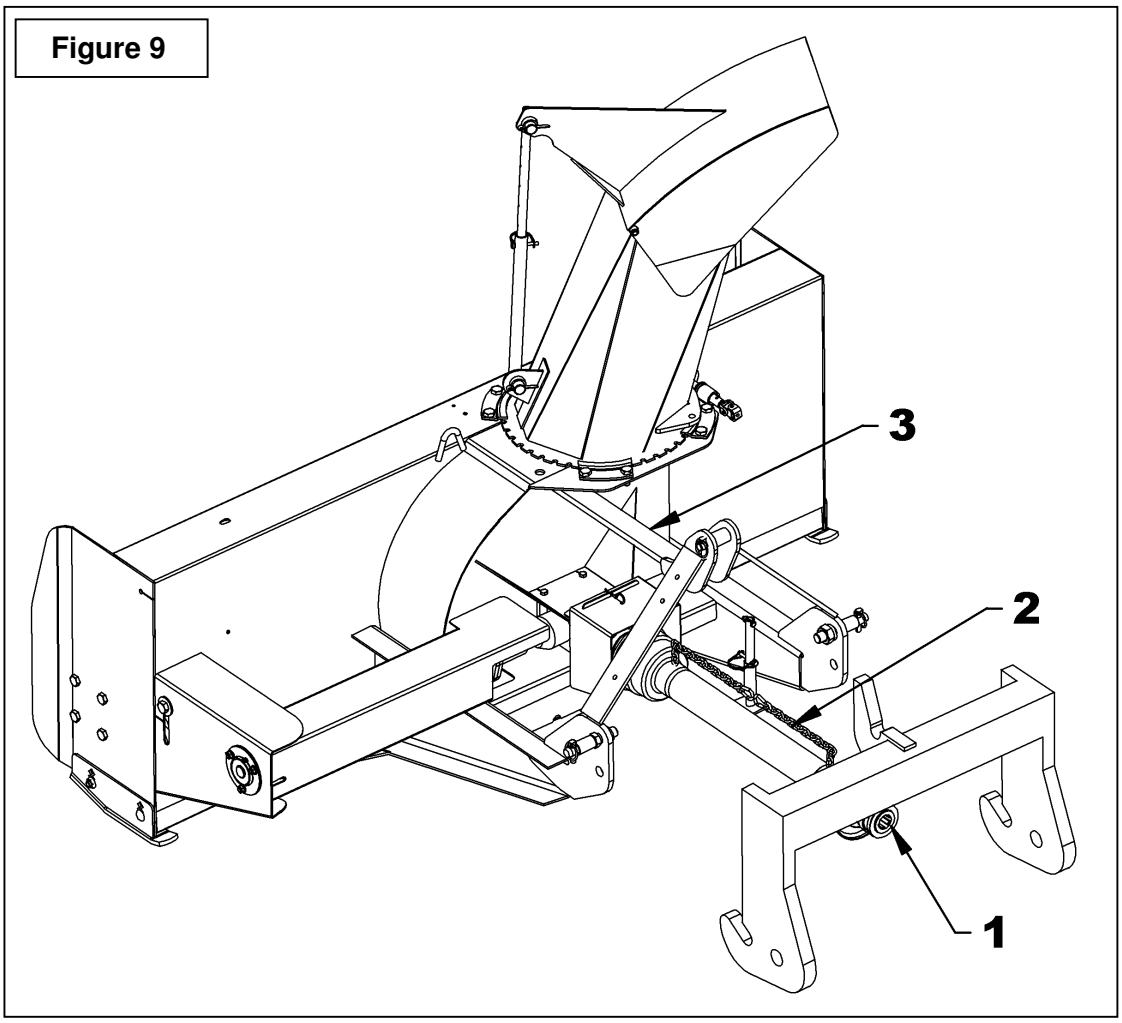

Figure 9
3. **Figure 9:** Disconnect driveline (item 1) from tractor and attach the driveline safety chain (item 2) around the upper hitch (item 3).
4. **Figure 9:** Slowly back the tractor away to release quick hitch from the snowblower.